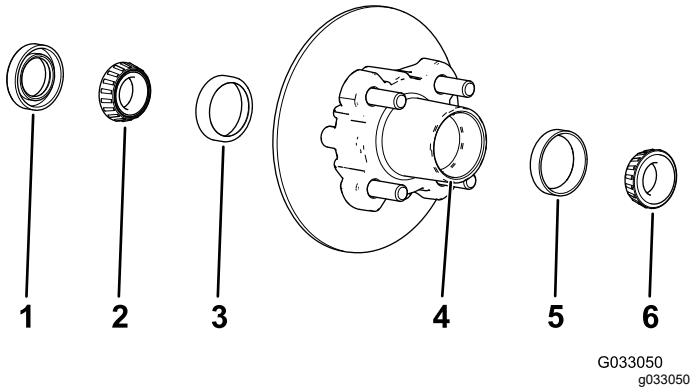

Figur 29
1. Fjern det udvendige leje og lejeløberingen fra navet (Figur 29).
2. Fjern forseglingen og det indvendige leje fra navet (Figur 29).
5. Rengør navets fordybning for alt smøremiddel, snavs og tilsmudsning (Figur 29).
7. Fyld navets fordybning 50 til 80 % med det anførte smøremiddel (Figur 29).
8. Monter det indvendige leje på lejeløberingen på den indvendige side af navet, og monter forseglingen (Figur 29).